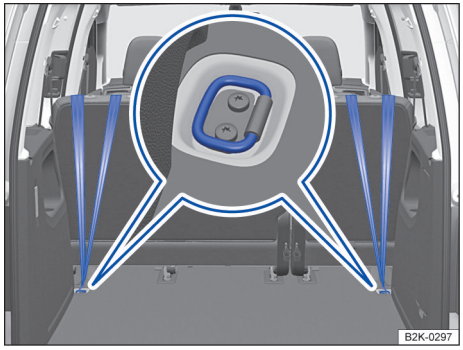
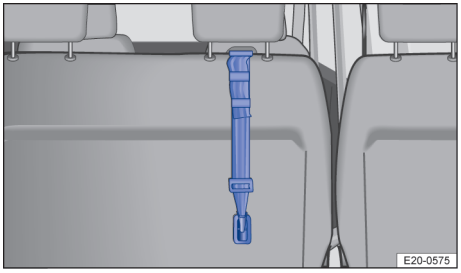
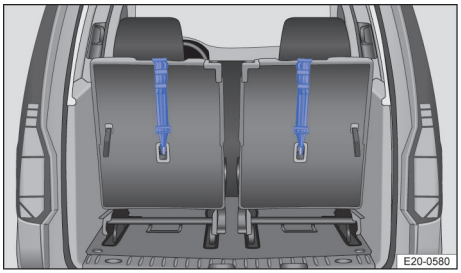

Fig. 45 Places latérales de la deuxième rangée : ceintures de retenue supérieures accrochées dans le coffre à bagages
Fig. 46 Place centrale de la deuxième rangée : ceinture de retenue supérieure accrochée (selon l'équipement)
Fig. 47 Troisième rangée de sièges : ceinture de retenue supérieure accrochée (selon l'équipement)
6. Faites passer la ceinture de retenue supérieure du siège pour enfants derrière le siège et accrochez-la dans les œillets d'arrimage → fig. 45, → fig. 46 ou → fig. 47.